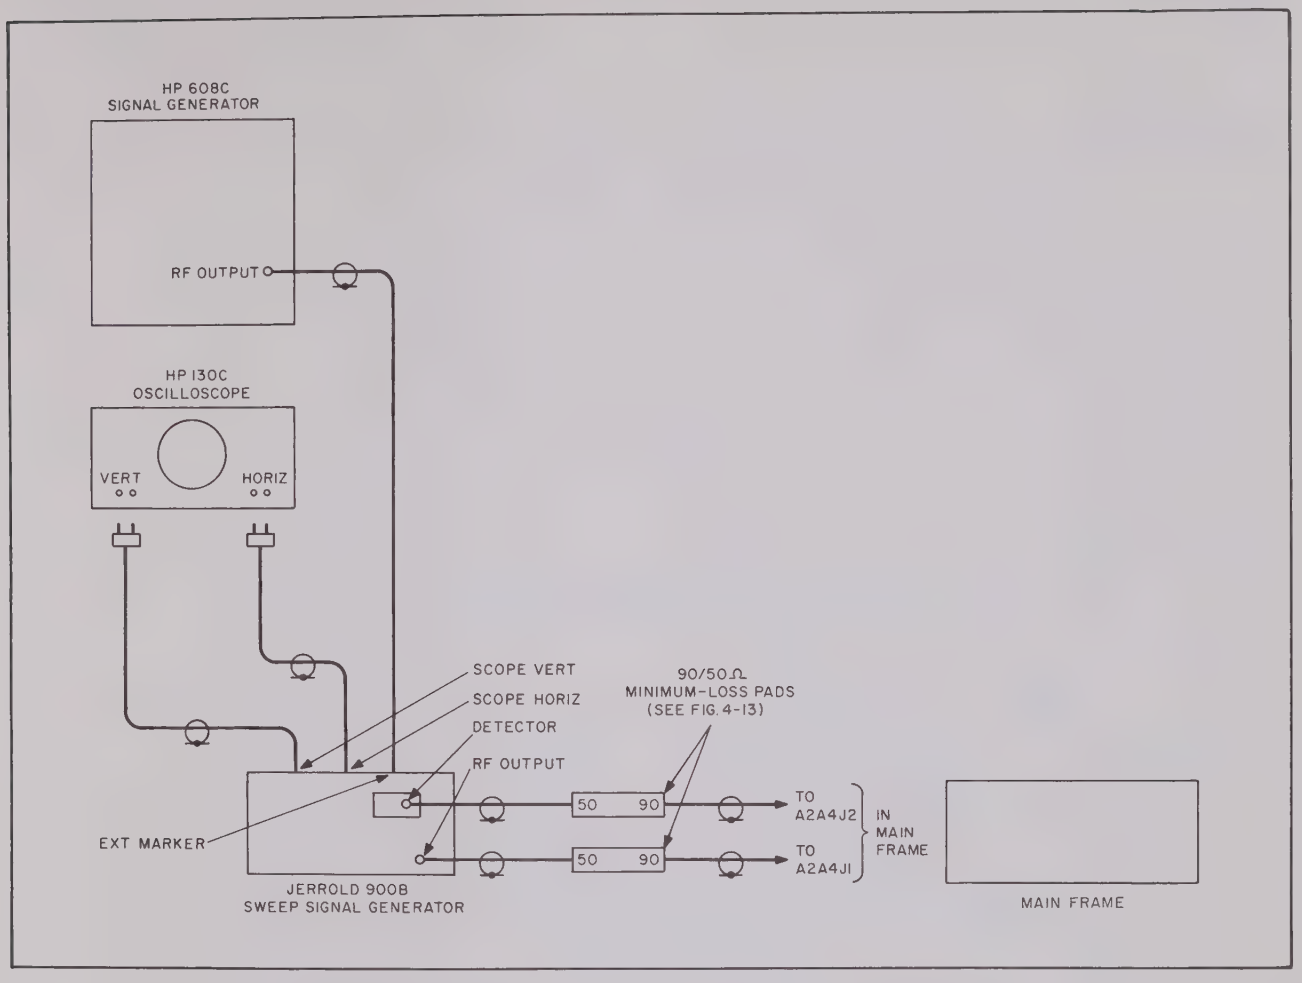

Figure 4-15. High Pass Filter A2A4 Alignment, Equipment Setup
a. Connect the equipment as illustrated in figure 4-15.